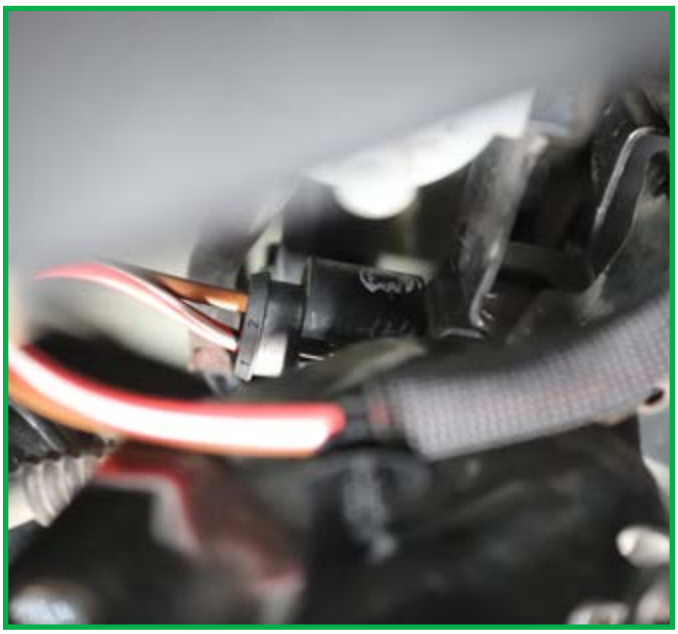

FIGURE 15
5. Reconnect the two (2) electrical connectors. (Figures 15, 16)